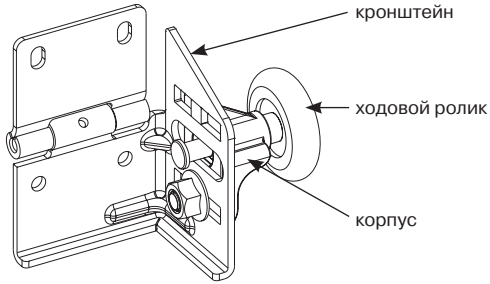
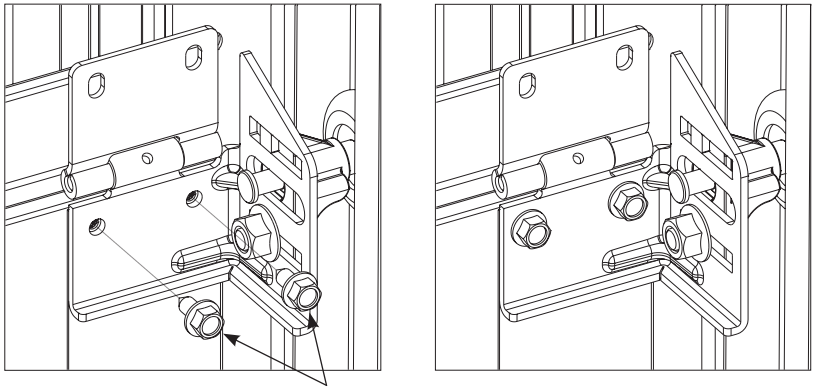

*Рис.25.1*
*Рис.25.2*
2) установить и закрепить к секции боковые петли. Петля поставляется в сборе и состоит из кронштейна и ходового ролика, ось которого размещается в корпусе. Корпус закреплен к кронштейну при помощи винта и гайки (рис. 25.1). К секции нижняя полупетля закрепляется двумя самонарезающими винтами 6,3х16 (рис.25.2).